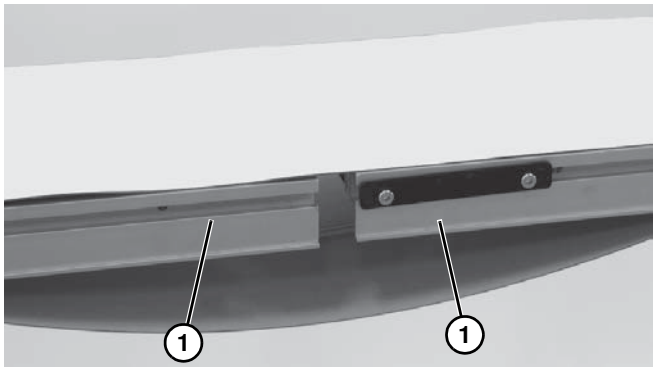

Abbildung 7
3. Förderband ausrollen und Förderbandrahmenteile **(Abbildung 7, Teil 1)** in die Bandschleife legen.